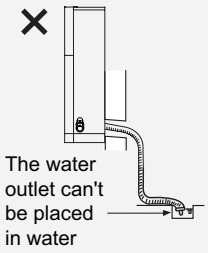

Fig.25
(3) The water outlet can't be placed in water in order to drain smoothly.(As show in Fig.25)